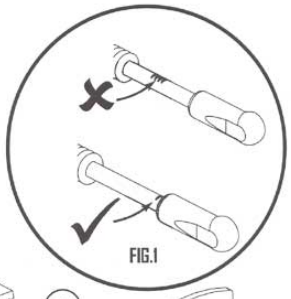

FIG.1
**Grip the piston rod very close to the thread. BE CAREFUL NOT TO DAMAGE THE POLISHED SHOCK ROD (See FIG.1).**